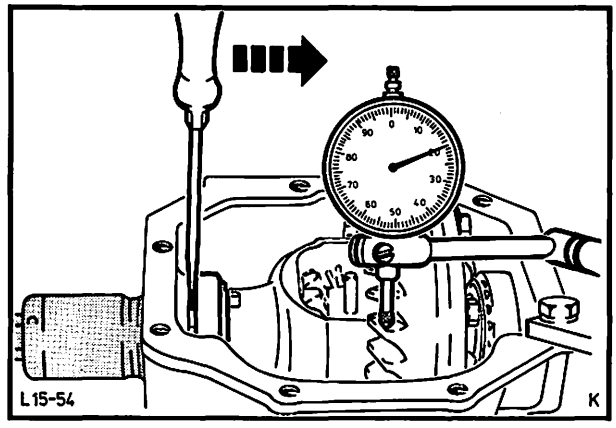

Abb. 83 Ausgleichgetriebe vom Antriebskegelrad wegdrücken
44. Ausgleichgetriebe mit einem Schraubenzieher vom Antriebskegelrad wegdrücken, Abb. 83. In den sich ergebenden Spalt zwischen Lageraußenring und Achsgehäuse auf der Tellerradvorderseite eine Ausgleichscheibe beliebiger Dicke einsetzen.